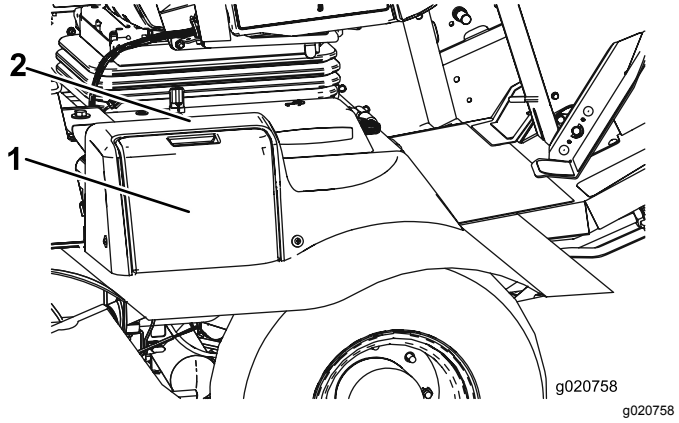

Figuur 81
1. Open het accudeksel (Figuur 81) aan de zijkant van het scherm.
Opmerking: Druk op het vlakke deel boven het accudeksel om het deksel gemakkelijker te kunnen wegnemen (Figuur 81).